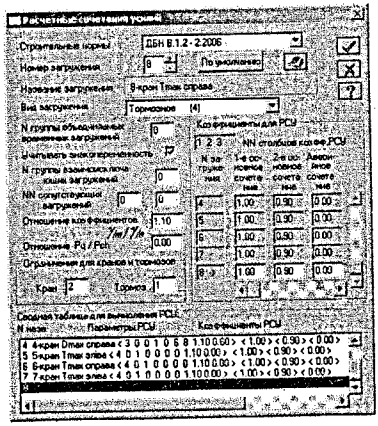

Рисунок 198
В діалоговому вікні **Расчетные сочетания усилий** в полі **Вид загружения** вибираємо **Тормозное (4)**, ставимо позначку ✓ напроти позиції **Учитывать знакопеременность**, а в полі **Отношение коэффициентов** γ_{fm}/γ_{fe} залишаємо 1.1 і натискаємо кнопку **Применить** (рис. 198).